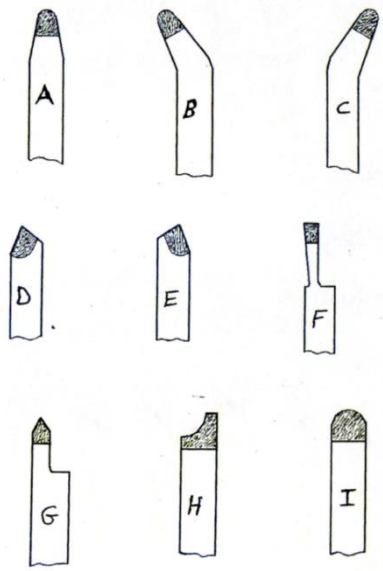

FIGUUR 2
8.1 Die sketse in FIGUUR 2 hier onder toon snybeitels wat A tot I gemerk is. Benoem elke instrument deur slegs die antwoord langs die letter (A–I) in die ANTWOORDBOEK te skryf.